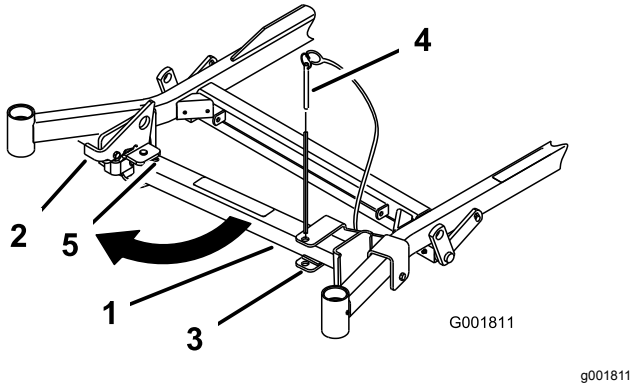
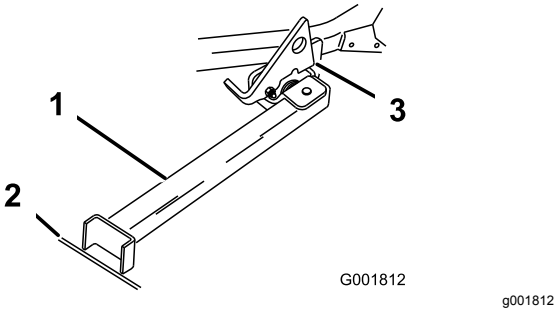

Figur 43
Figur 44
2. Monter brakettpinnen (Figur 43).
4. Sving stativets fot ut og skyv det mot maskinen, inn i bunnen av slissen (Figur 43 og Figur 44).
5. Plasser stativets fot på bakken og hvil spaken på dreietappen (Figur 44).
Merk: For best resultat, plasser stativets fot i skjøter i fortauet eller ned i gressmatten (Figur 44).
7. Kjør maskinen opp på støttene. Stopp når spaken faller ned over tappen i låst stilling (Figur 44).
5. Plasser stativet i hvilestilling igjen (Figur 43).